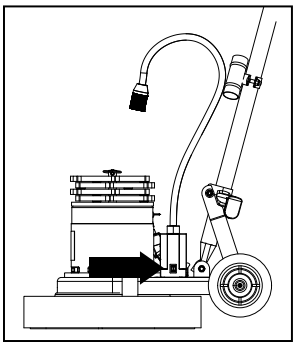

Figure 11
3. Press the “ON” switch at the base of the lamp attached to the frame of the machine. See figure 11.